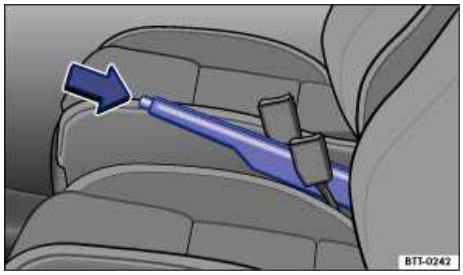

Fig. 133 Between the front seats: Parking brake.
- Pull the lever up slightly and press the release button ⇒ fig. 133 (arrow).